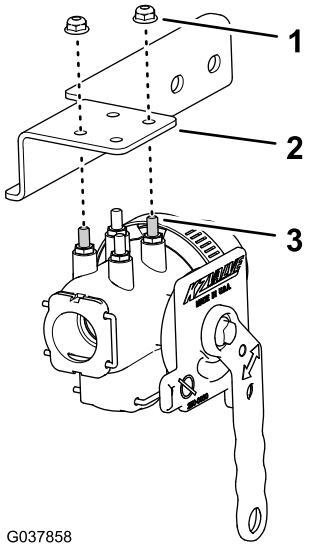

Figuur 61
1. Lijn de tapeinden van de afsluitklep van de straalpomp uit met de openingen in de beugel van de afsluitklep (Figuur 61).
2. Monteer de klep op de beugel (Figuur 61); gebruik hierbij de 2 flensborgmoeren (¼") en draai de borgmoeren aan met een torsie van 52 tot 67 N·m.